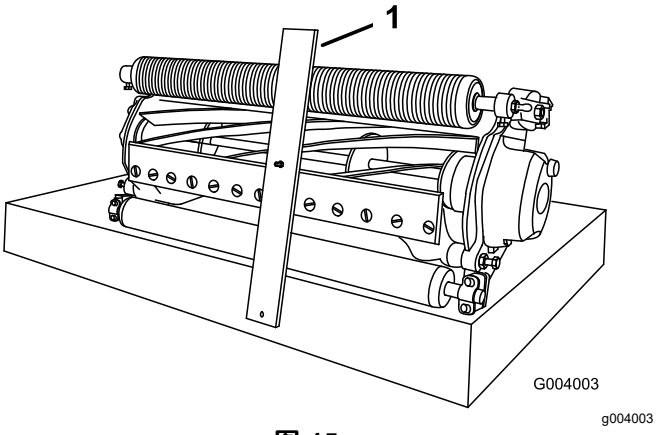

图 15
2. 将剪草高度调刀尺的螺栓头钩在底刀刀刃的右侧并将调刀尺的后端放到滚筒后部上图 15。